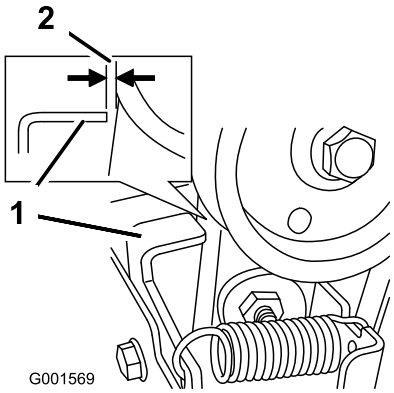

Figur 40
3. Ha matarskruvs-/impellerreglaget urkopplat och kontrollera att mellanrummet mellan matarskruvskopplingen och tappen är 1,5 mm (Figur 40).